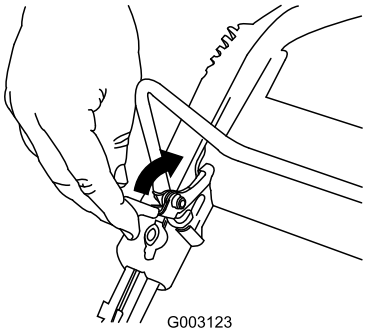

Figure 15
1. Tirez le verrou de la barre de commande en arrière (Figure 15).